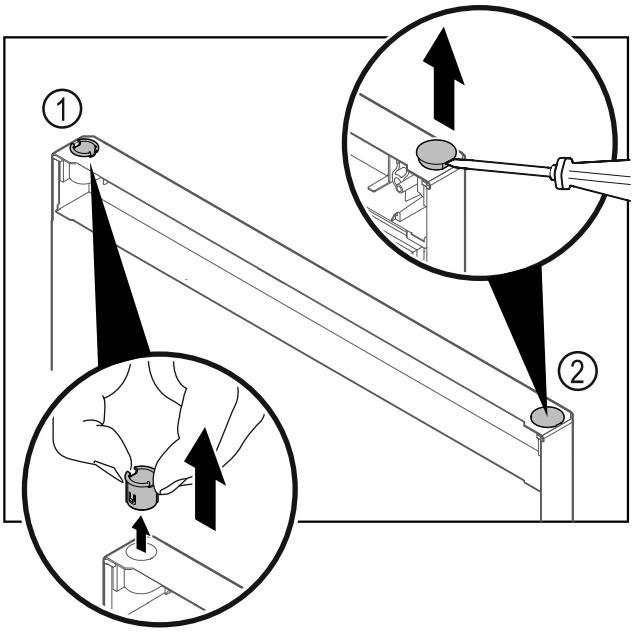

Fig. 16
▶ Retirer la bague *Fig. 16 (1)* avec les doigts.
▶ Soulever délicatement le bouchon *Fig. 16 (2)* avec un tournevis plat et le retirer.